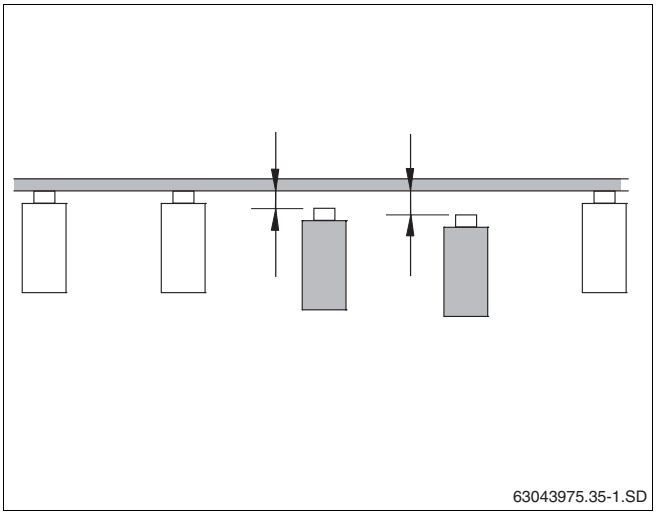

Рис. 12 Выравнивание уровня стропил
- При разнице в уровне стропил их необходимо выровнять (рис. 12).